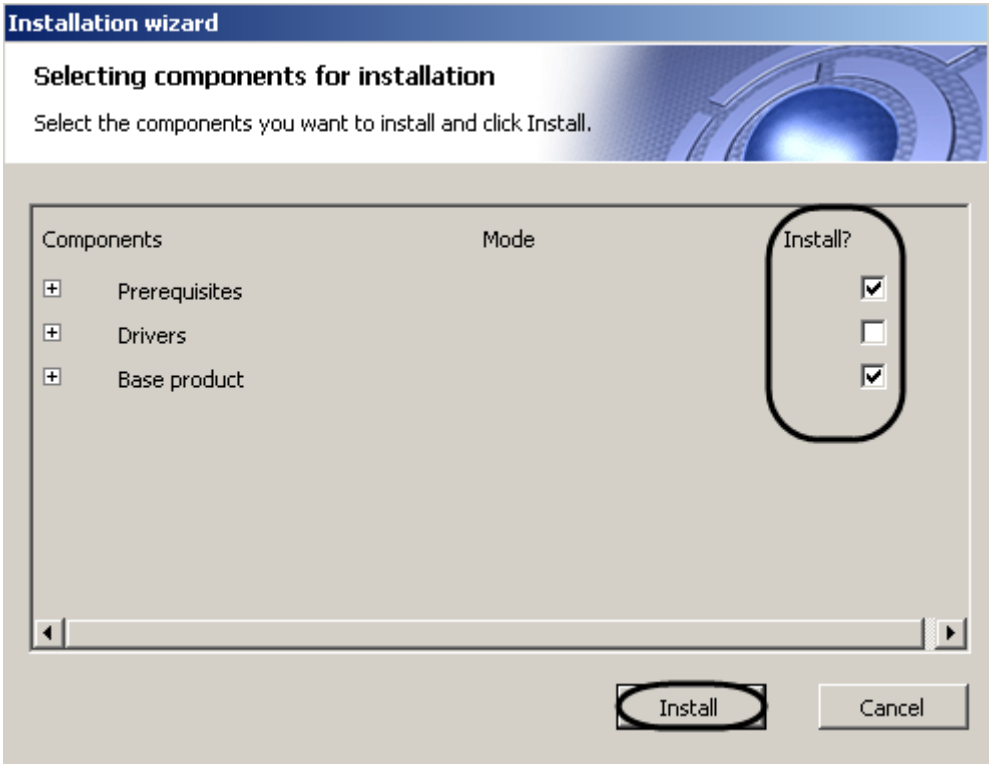

Figure 5.1-6 The "Selecting components for installation" dialog box
The “Selecting components for installation” dialog box is displayed (Figure 5.1-6).
7. Set the checkboxes next to the components that are to be installed (Figure 5.1-6).
8. Click the "Install" button (Figure 5.1-6).